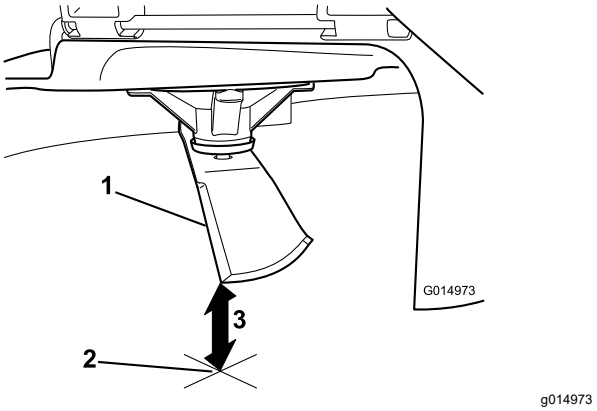

Figur 60
3. Mät från knivspetsen till den plana ytan (Figur 60).